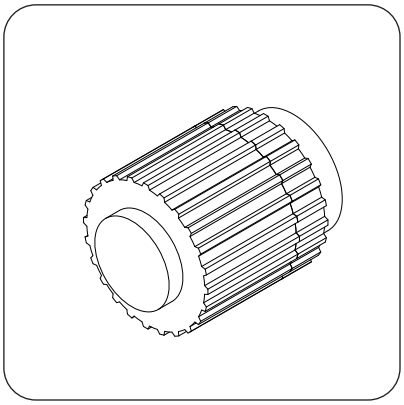
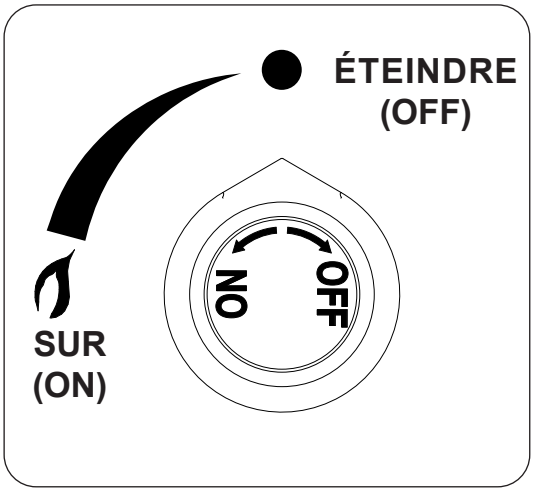

Fig. 50-1 Détail du bouton d'allumage
Fig. 50-2 Détail du bouton de commande
2. Localisez le panneau de commande sur le côté de l'appareil (consultez la LISTE DES PIÈCES D'IDENTIFICATION si nécessaire), et identifiez le bouton d'allumage (Fig. 50-1) et le bouton de commande du gaz (Fig. 50-2). Assurez-vous que le bouton de commande du gaz est en position **OFF (éteindre)** avant de commencer la séquence d'allumage.
Pour éteindre votre brûleur à gaz, tournez le bouton de commande du gaz dans le sens des aiguilles d'une montre jusqu'à la position **OFF (éteindre)** (voir Fig. 50-2). Assurez-vous que le bouton de commande est complètement éteint pour éviter toute fuite de gaz.